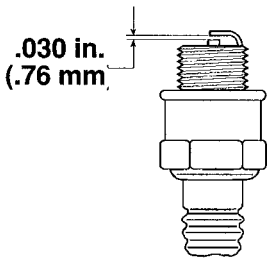

Figure 27
3. Set air gap at 0.030" (0.76 mm) (Fig. 27). Install correctly gapped spark plug and gasket seal. Tighten plug firmly to 15 ft–lb (20 N·m).